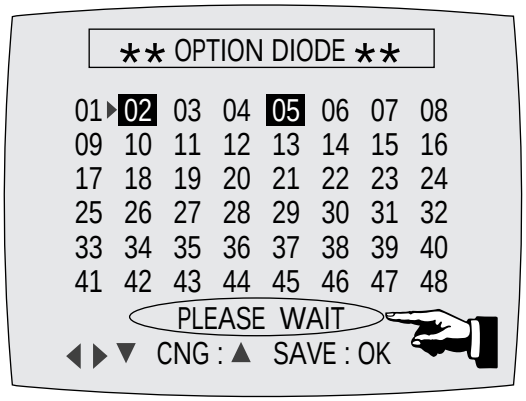

Fig. 6-6
5) Press the "OK" button of remote control again to store the option number. ("PLEASE WAIT" is displayed for a second as shown Fig. 6-6 and this setting is completed.)